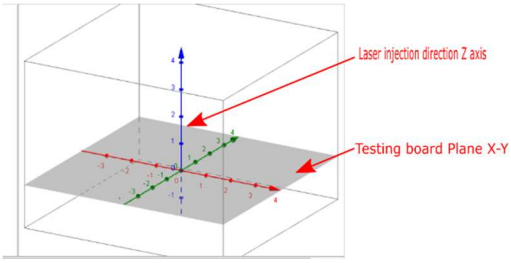

Figure 1. Relationship for X-Y and Z axis
The Z axis means the direction of the injection of our laser beam. If our testing board is in a X-Y plane, the Z axis is perpendicular to that plane, which is shown in Fig. 1
14. Figure 1: add more figure test description (the is the same for almost all figures!)
Yes, it definitely needs to contain a pump laser. I made a HUGE mistake here, **APOLOGIZE** for this carelessness. The figure 1 was re-drawn.
The SPA output (OPA9400) is used to generate laser pulses with the wavelength in range of 480—700 nm. This signal is used for SPA testing. However, presently we don't use the methodology of SPA, because it can not penetrate deep into the silicon chips. Since we don't use it, I removed the SPA part from the figure 1.